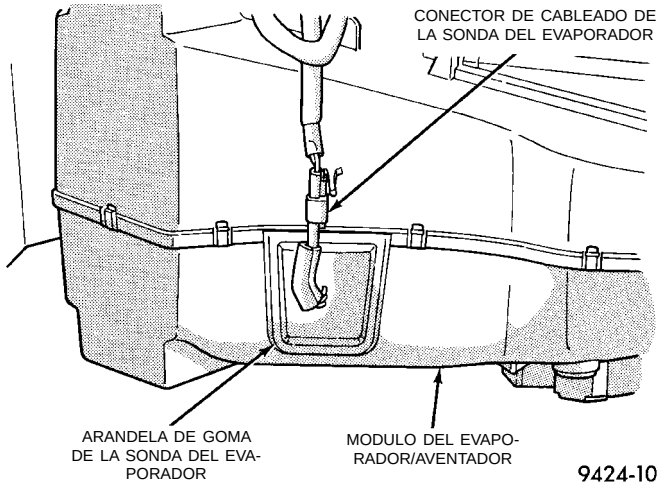

Fig. 33 Emplazamiento de la sonda del evaporador
(1) Desconecte el conector de cableado de la sonda situado detras de la guantera.
(2) Retire la arandela de goma del módulo de evaporador/aventador (Fig. 33).
(3) Registre en cuál de los tres orificios de guía se encuentra la sonda.
(4) Retire la sonda de las aletas del evaporador.